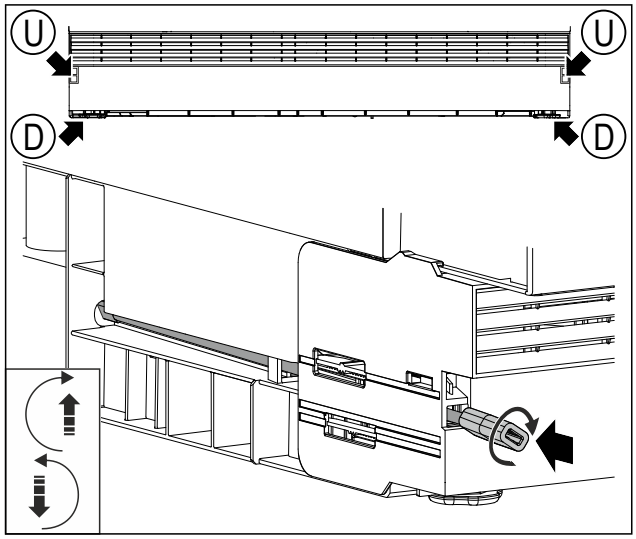

Fig. 46 Примерное изображение
▶ Вставьте штангу с адаптером в отверстие *Fig. 46 (U)*.